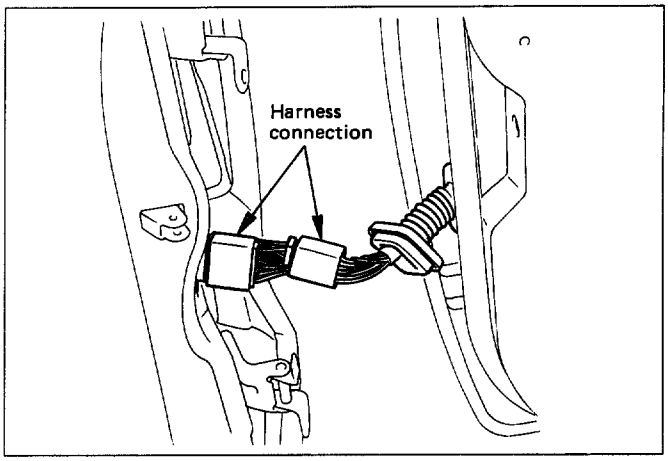

Fig. 10-25
- Pull the door harness grommet out and disconnect the harness connection (Fig. 10-25).